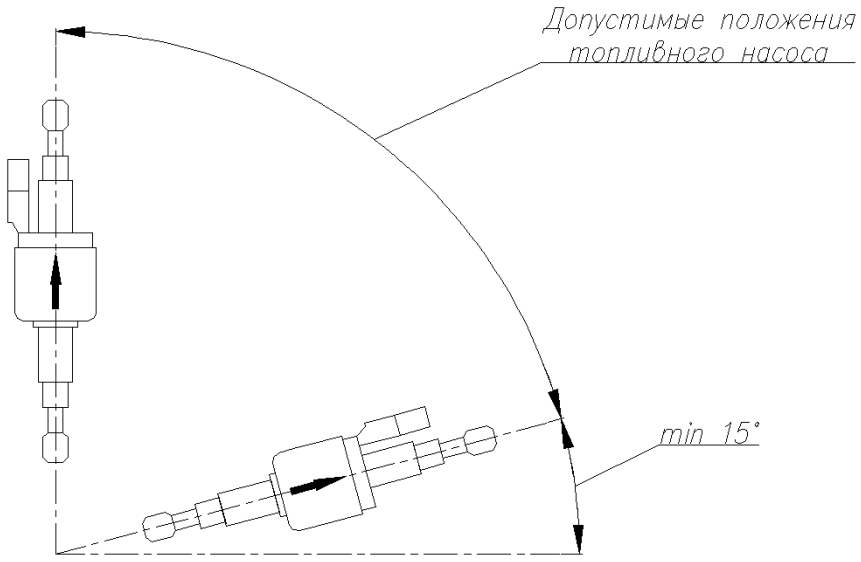

Рис. 10 Допустимые монтажные положения топливного насоса
- ось топливного насоса при монтаже предпочтительней устанавливать ближе к вертикали (см. рис.10);